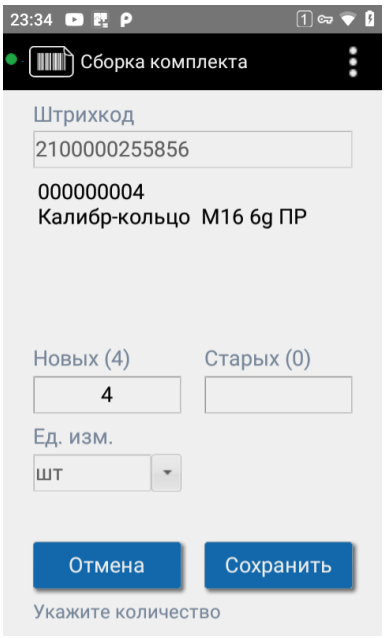

Рисунок 113. Указание количества при сборке комплекта
2. Укажите количество новых и старых экземпляров, которое помещается в комплект, и нажмите «Сохранить» (см. Рисунок 113). Если берётся не всё количество, пенал будет разделён, для выделенной части печатается этикетка.